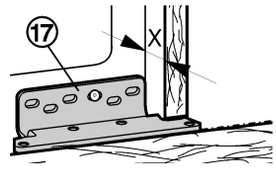

Fig. 30
- ▶ Onder aan de lagerbus *Fig. 30 (17)* de afstand (X) van de voorkant van de meubelzijkant tot het apparaat meten.
▶ Meet opnieuw onder aan de lagerbus *Fig. 30 (17)*de afstand (X) van de voorkant van de meubelzijkant tot het apparaat.